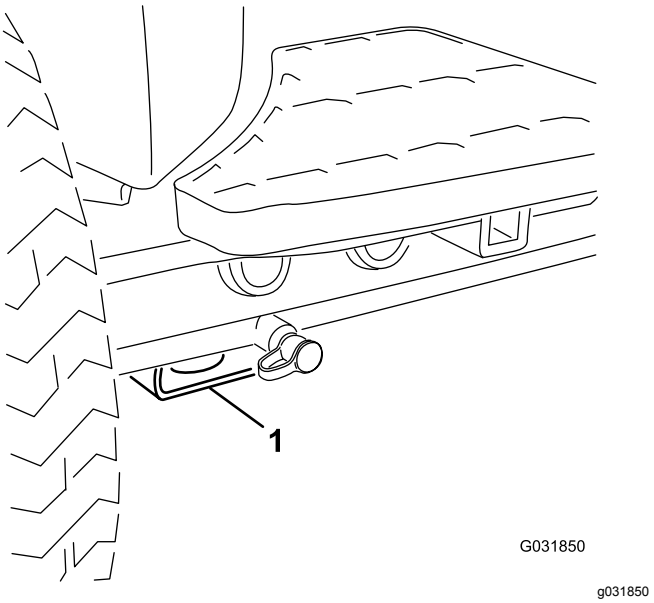

Figur 36
- Fram – fyrkantigt belägg under axelröret inuti båda framdäcken (Figur 36).